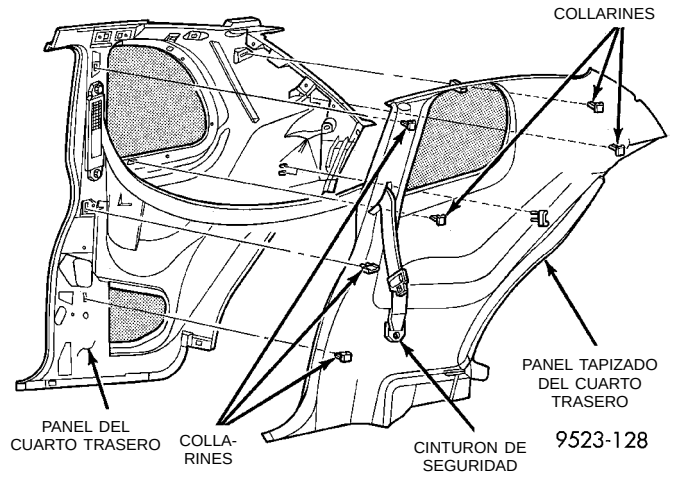

Fig. 59 Panel tapizado del cuarto trasero
(1) Retire el cojín y el respaldo del asiento trasero.
(2) Deslice la cubierta del anclaje inferior del cinturón de seguridad hacia arriba por la correa para dejar al descubierto el cinturón.
(3) Retire el perno que sujeta el anclaje inferior del cinturón de seguridad al suelo.
(4) Separe el cinturón de seguridad del suelo.
(5) Retire el tornillo que fija la percha a la parte superior del panel tapizado del cuarto trasero.
(6) Desacople los collarines ocultos que fijan el panel tapizado al panel interior del cuarto trasero (Fig. 59).
(7) Separe el tapizado del panel del cuarto trasero.
(8) Introduzca la correa del cinturón de seguridad por el orificio de acceso en el panel tapizado.
(9) Separe el panel tapizado del cuarto trasero del vehículo.